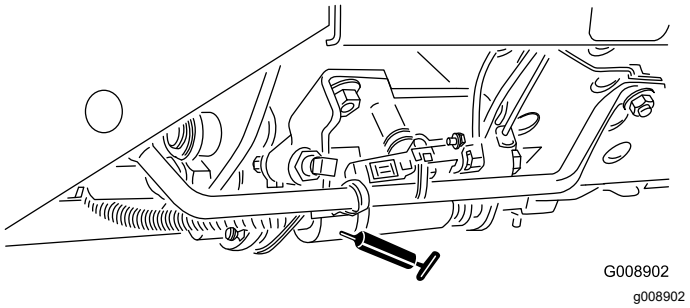

**Figur 46**
- Skjutreglage för klippning/transport (Figur 46)